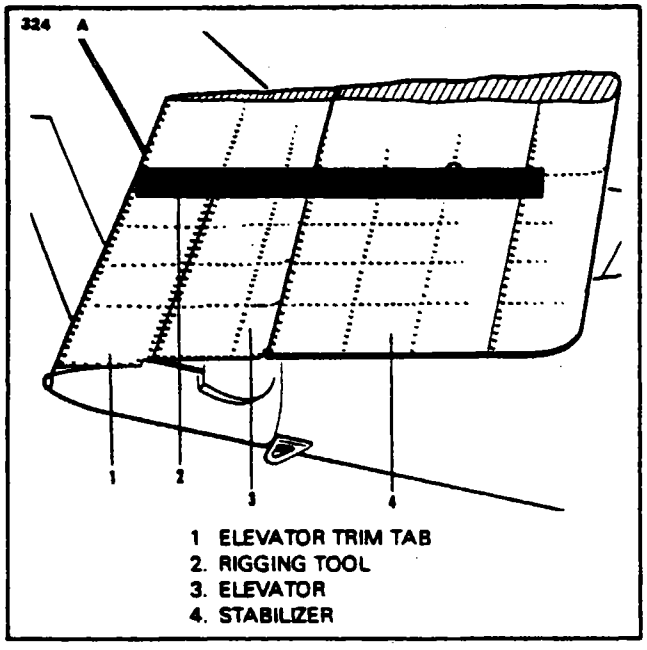

Figure 5-8. Installation of Elevator Rigging Tool
b. Put the elevator in neutral position by placing a modified straightedge as shown in Figure 5-8, against the underside of the horizontal stabilizer, next to and outboard of the row of rivets at station 38 with the aft end of the tool even with the trailing edge of the elevator. (This tool may be fabricated from dimensions given in Figure 5-32.)
c. With the elevator in neutral position, check or adjust the elevator bellcrank (14) for neutral. The bellcrank is neutral when the center of the forward attachment bolt (23) of the elevator control rod (15) is 7.88 inches when measured perpendicular from the bulkhead at station 317.75. Obtain this setting by turning the control rod end (26) to the desired length and secure with jam nut (28).
d. With the elevator bellcrank in neutral position, adjust the turnbuckles (3) to obtain cable tensions as given in Table V-I. Measure the cable tensions near the turnbuckles used to adjust the tension. Allow the control wheel to neutralize fore and aft. The neutral position of the control wheel is 3.5 inches aft of the full forward position measured along the underside of the control column from the face of the instrument panel to the center of the control wheel.